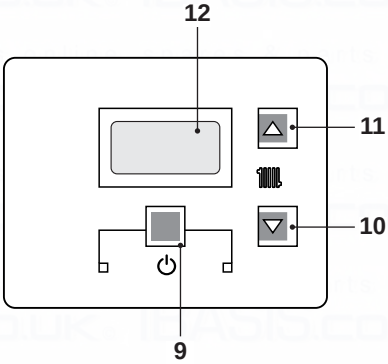

Fig. 2.5
- Press the key 9for 2 seconds until symbol appears on the display Fig. 2.5.
The output temperature of c.h. water can be adjusted by acting on keys 10(reduce) and 11(increase) (Fig. 2.5) from a minimum of about 25°C to a maximum of about 85°C.
However, if the ambient temperature is not comfortable, the flow temperature of the heating plant can be increased or reduced by ± 15°C by acting on keys 10(reduce) and 11(increase) (Fig. 2.5).